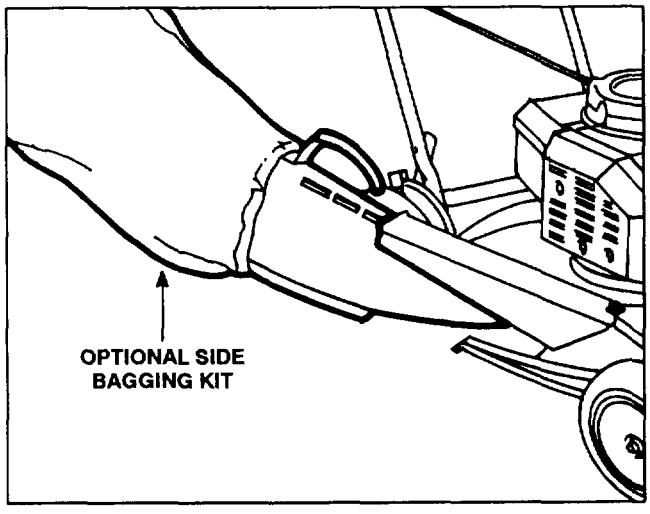

Figure 25
1. Side Discharge Bagging Kit, Model No. 47-6510—Side bag kit (Fig. 25) lets you bag lush grass in spring to help keep your lawn free of clippings. In the fall, bag leaves while you mow to eliminate the hand-blistering raking job.